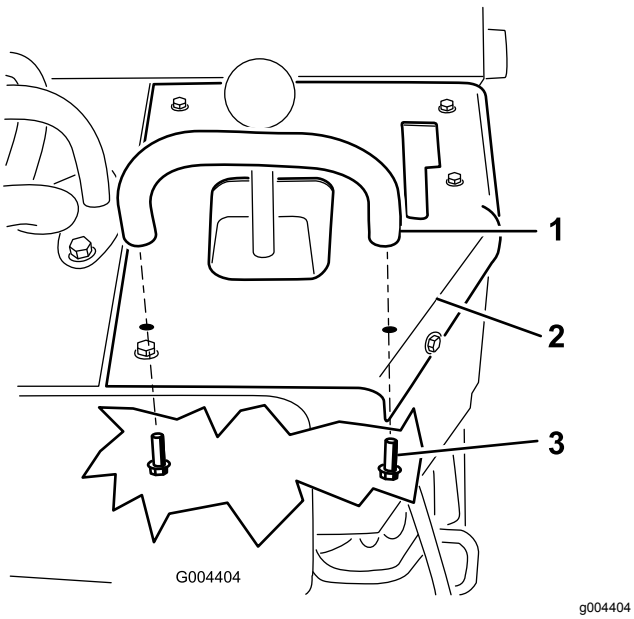

Rysunek 9
3. Zamocuj uchwyt do panelu sterowania, wykorzystując 2 śruby (5/16 x ¾ cala), wkładając je od wewnątrz maszyny (Rysunek 9).